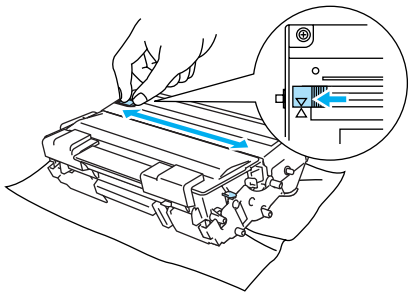

Fig.5-5
(4) Unpack the new drum unit.
(5) Put the toner cartridge firmly into the new drum unit until you hear it lock into place. If you put the cartridge in properly, the blue lock lever will lift automatically.
(6) Check that the blue tab is on the home position. (Fig.5-5)
(7) Gently wipe the scanner window with a dry, soft cloth.